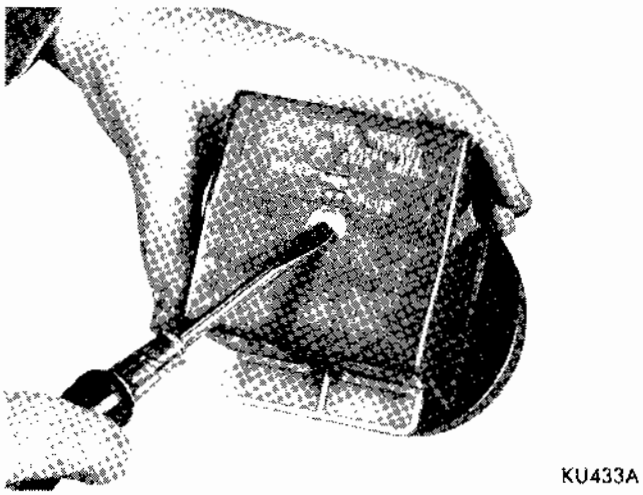

Fig. 2 - Adjusting Floor Level Compensators
(5) With a screw driver, turn adjusting slot of floor level compensator in each aimer, until correct plus or minus figure (or fractional part) appears in proper window, Fig. 2.